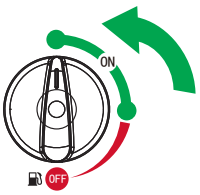

Fig. 1
1.Turn the FUEL switch (Fig. 1) to "ON".